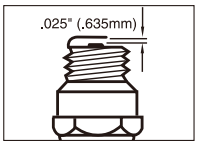

Рисунок. 18
1. Зазор свечи зажигания составляет 0,635 мм (0,025 дюйма) (рис.18).